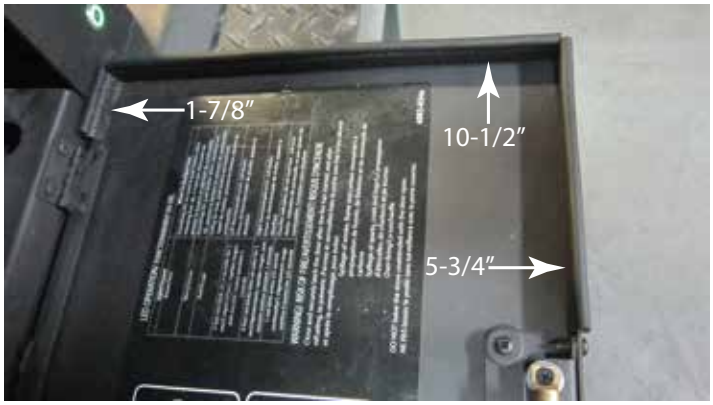

Figure 5.10
1. À l'aide d'une paire de cisailles, découpez des morceaux aux longueurs suivantes (1) 48 mm (1-7/8 po), (1) 267 mm (10-1/2 po) et (1) 146 mm (5-3/4 po) à partir de chaque joint en caoutchouc.
2. Glissez les 6 morceaux sur le bord de la porte, sur chaque côté. Voir la figure 5.10.
4. En débutant par le côté plat du joint d'étanchéité, collez-le sur les têtes de vis des charnières de la porte. Référez-vous aux figures 5.10 et 5.12 pour l'emplacement.